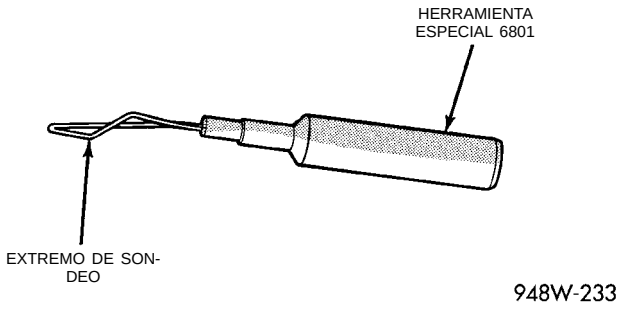

Fig. 9 Herramienta de sonda
• Herramientas de sonda - Estas herramientas se utilizan para sondear los terminales de los conectores (Fig. 9). Seleccione la herramienta de la medida adecuada del Paquete de herramientas especiales 6807, e introdúzcala dentro del terminal que deba verificarse. Utilice el otro extremo de la herramienta para insertar la sonda de medición.